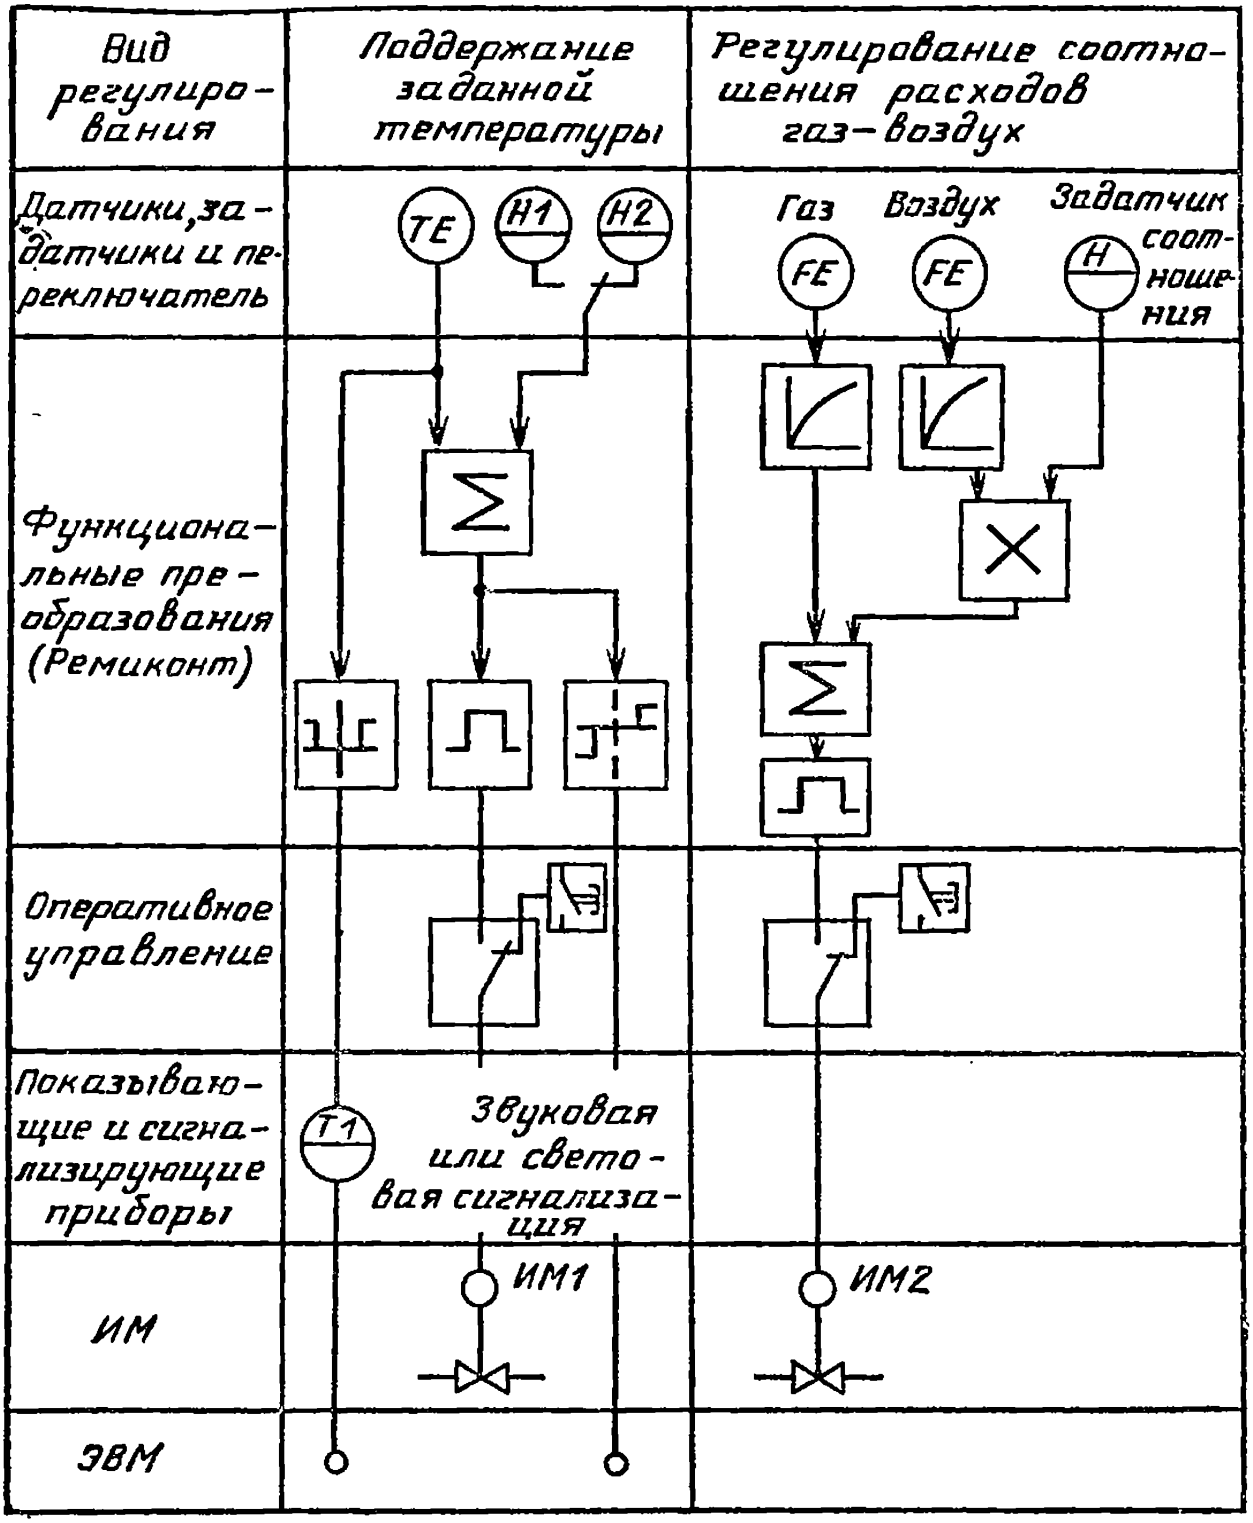

Рис. 10.13. Функциональная схема АСР регулирования температуры и соотношения газ — воздух на базе Ремиконта Р-110
10.5. Из какого чертежа можно получить дополнительную информацию о работе Ремиконта в части регулирования соотношения расходов газ — воздух по функциональной схеме на рис. 10.13 (см. вопрос 10.4)?